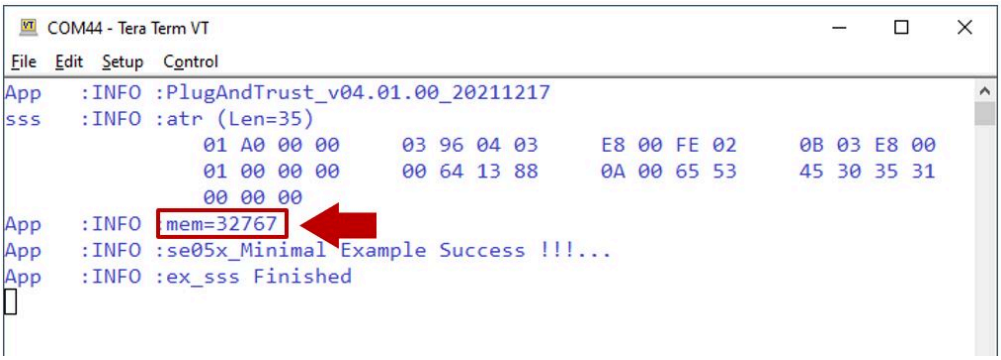

Figure 51. TeraTerm logs - `se05x_minimal` project example
6. The project example should now be running in your board. If it is running successfully, the TeraTerm logs should indicate the available memory in the secure element (in this case 32767), as can be seen in Figure 51.